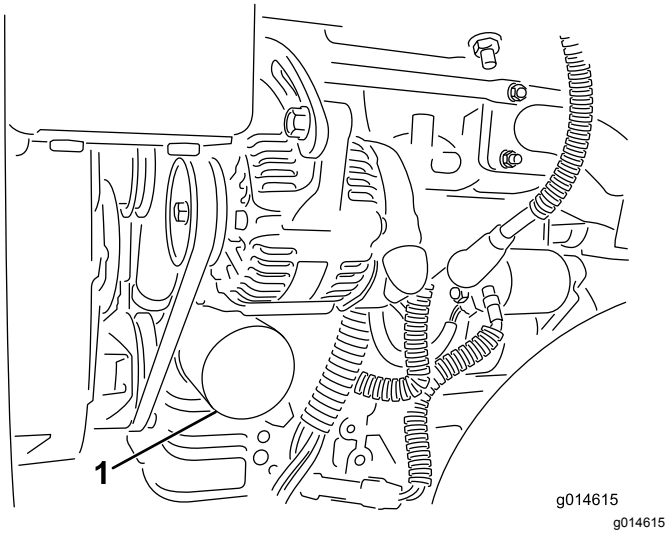

Rysunek 30
2. Wyciągnij filtr oleju (Rysunek 30). Nałóż cienką warstwę czystego oleju na uszczelkę nowego filtra.